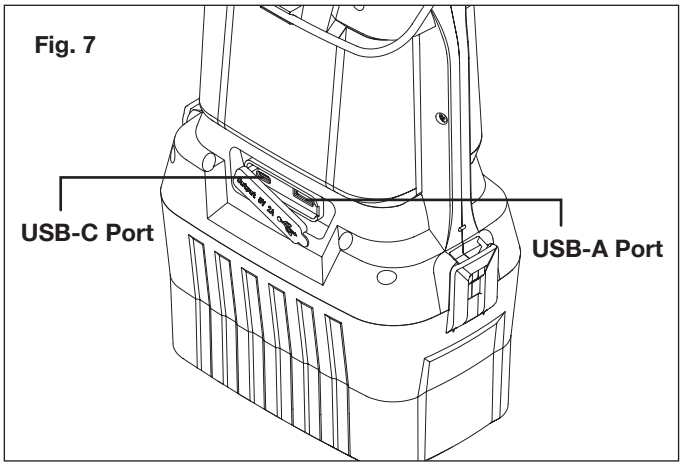

Fig. 7
2. Open the rubber USB ports cover protector (Fig. 7).